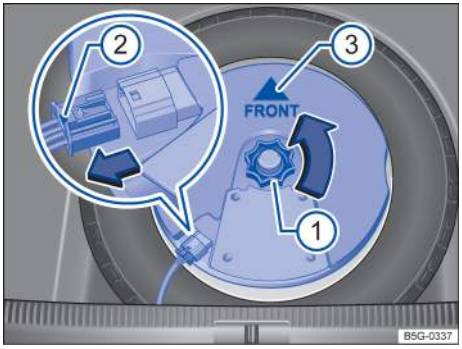

Fig. 140 Under the luggage compartment floor: Subwoofer (if equipped).
— Unscrew the handwheel → fig. 140 ① in a counterclockwise direction (arrow).
— Reinstall the subwoofer carefully back into the recess. The tip of the arrow symbol "FRONT" on the subwoofer → fig. 140 ③ must point toward the front of the vehicle